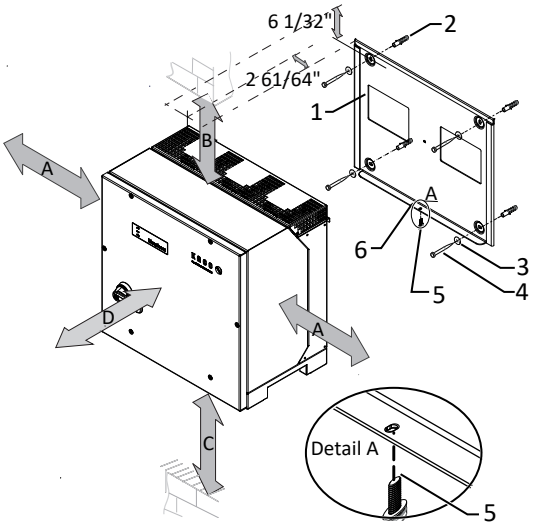

Fig. 16: Minimum clearances for wall mounting
3. Insert the screw provided into the lug of the mount and [T30 / 17.70 In-Ibs] ([See figure 16 [▶ Page 22]).